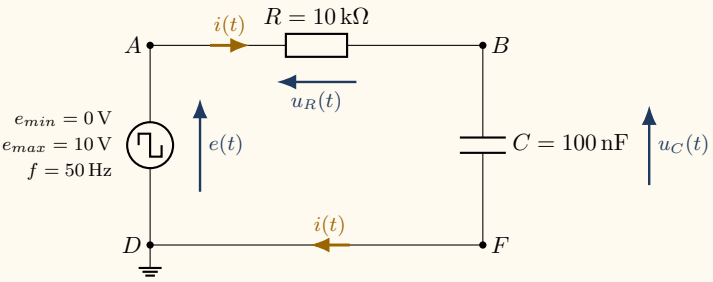

Fig. 1 – Montage électrique à réaliser (RC série).
- **Reproduisez**, à l'aide du matériel mis à disposition sur votre paillasse, le montage électrique de la Fig. 1.